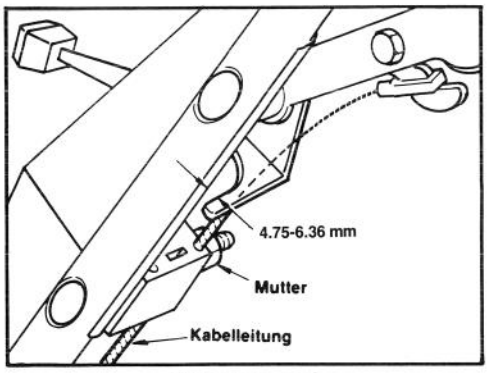

Abbildung 19
2. JUSTIERUNG ÜBERPRÜFEN (Abb. 19)– Steuerhebel zur Schiebestange bewegen, bis das Kabel straff ist. Abstand zwischen Bremskabel und Schiebestange muß 4.75-6.36 mm betragen. Siehe Maßnahme für dei Einstellung.
3. KABELLEITUNG JUSTIEREN–Schraube an der Kabelhalterung lösen (Abb. 19) 4.75-6.36 mm Abstand zwischen Bremshebel und Schiebestange einstellen. Kabelleitung herunterziehen bis sie straff ist. Dann die Mutter anziehen.